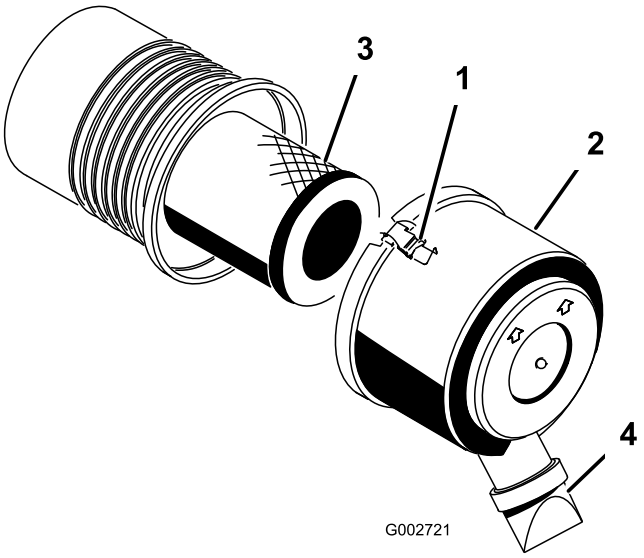

Figur 26
1. Åbn låsene, der fastgør luftfilterdækslet til luftfilterhuset (Figur 26).